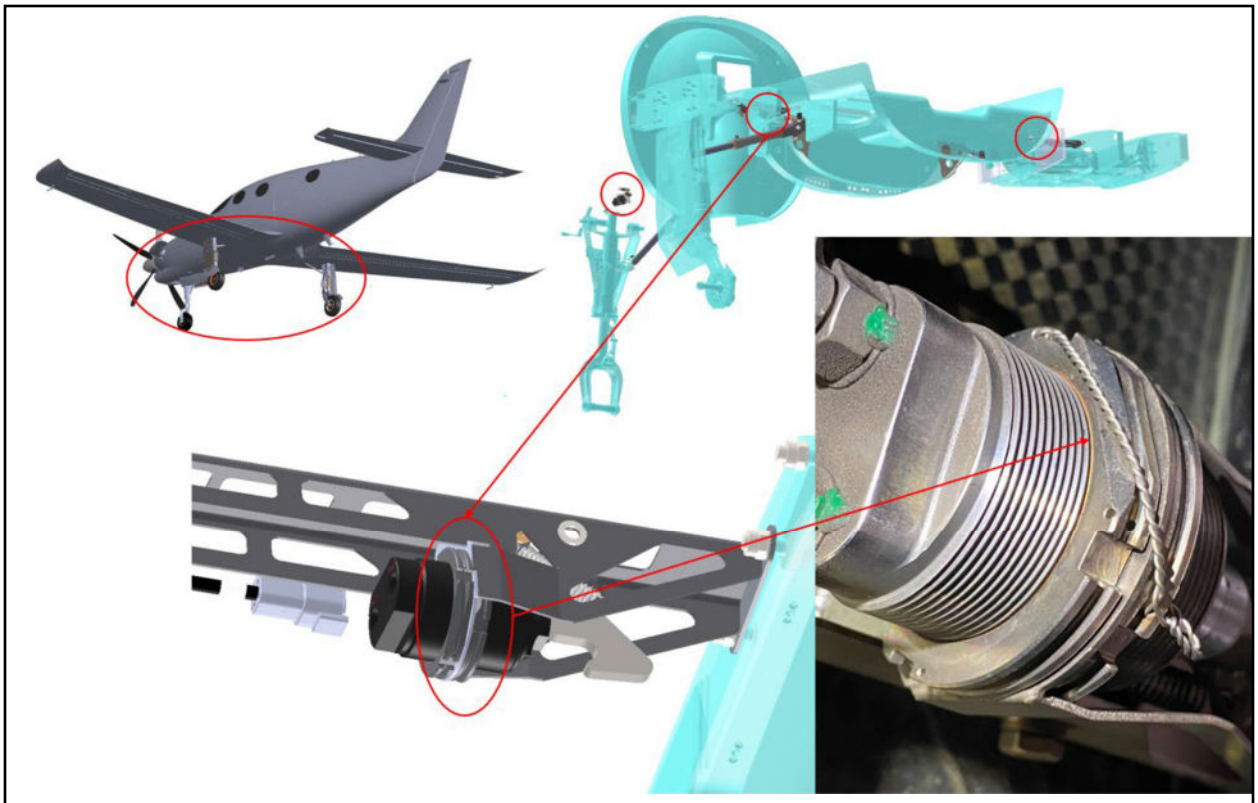

Figure 3: Uplock Nut Corrosion
5. If corrosion is found on any uplock actuator nut, perform the steps that follow (Refer to Figure 3):